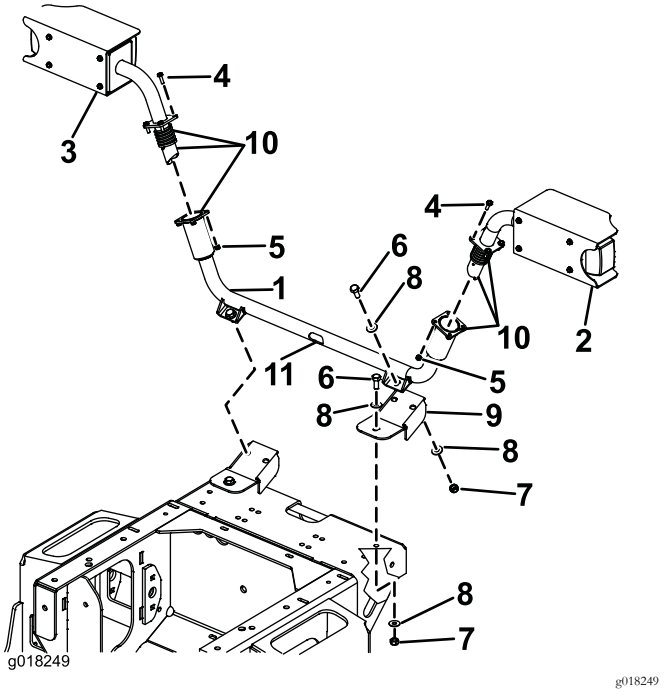

Figure 13
Les blocs optiques avant se fixent au support de phare central qui lui-même se fixe à la machine par deux pattes de montage (Figure 13):
1. Fixez les 2 pattes de montage à l'avant de la machine à l'aide de 2 boulons (M10 x 25 mm), 4 rondelles (3/8") et 2 contre-écrous (M10), comme montré à la Figure 13.
2. Fixez le support de phare central aux pattes de montage à l'aide de 2 boulons (M10 x 25 mm), 4 rondelles (3/8") et 2 contre-écrous (M10), comme montré à la Figure 13.
3. Appliquez de la graisse antigrippage à l'intérieur des extrémités de tube et sur toutes les surfaces des ressorts et profils d'extrémité de tube (Figure 13).
4. Tout en maintenant le support de phare droit, glissez le câble dans les tubes d'extrémité et faites-le sortir par la découpe du support de phare (Figure 13).
5. Fixez le support de phare droit au support de phare central au moyen de 4 boulons (M6 x 20 mm) et 4 contre-écrous (M6), comme montré à la Figure 13.